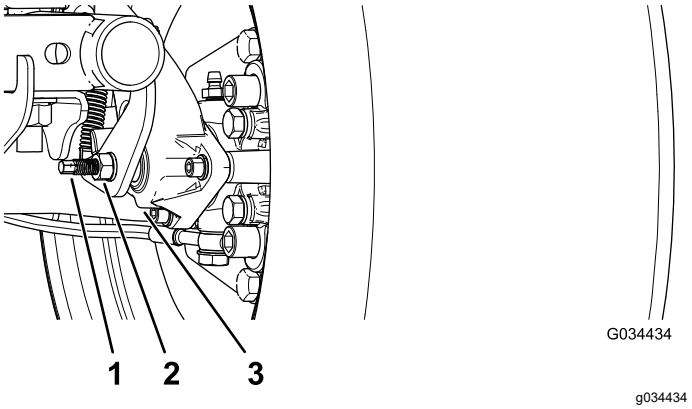

Figur 50
3. Brug to skruenøgler til at holde justeringstappen på kaliberen på plads med én skruenøgle, og løsn kontramøtrikken ¼ omgang med den anden nøgle (Figur 50).
4. Mens du holder justeringstappen og kontramøtrikken på plads, skal du dreje justeringstappen ind for at stramme (Figur 50).
5. Mens du holder justeringstappen og kontramøtrikken på plads, skal du skrue ¼ omgang ud (Figur 50).
6. Mens du holder justeringstappen og kontramøtrikken på plads, skal du stramme kontramøtrikken (Figur 50).